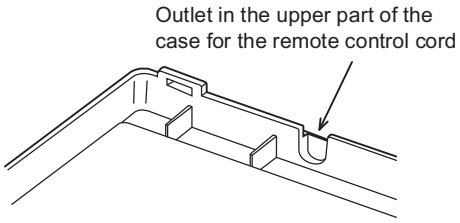
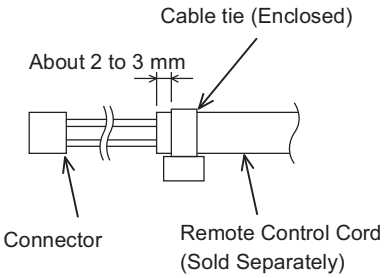

Fig. 8-26
Fig. 8-27
(2) To enable the receiver's wiring to stick out from the upper part of the case (thin part at center-top), use side-cutters or the like to cut a hole in the case big enough for the remote control cord (sold separately). (Fig. 8-26)
(3) Disconnect the wires that were connected at shipment from the connector.
(4) After installing the remote control cord (sold separately) at the position in Fig. 8-27 with the enclosed cable tie, connect it to the connector on the receiver.